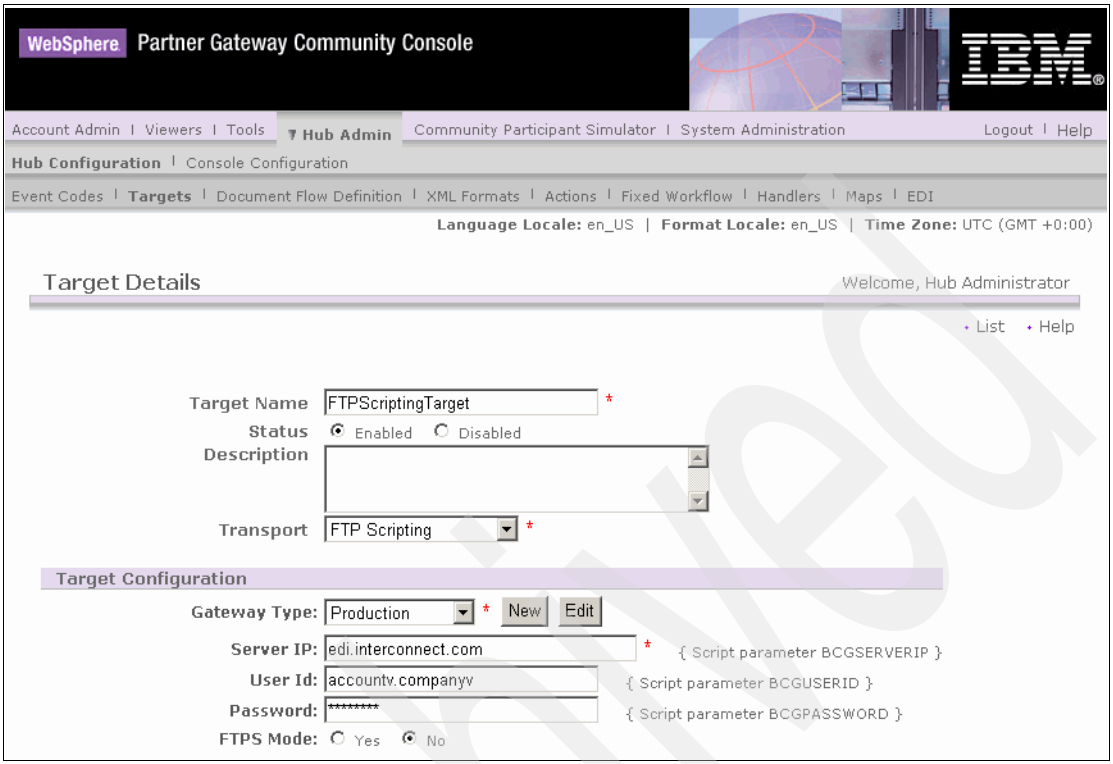

Figure 13-13 Configuring FTP Scripting Target: 1 of 2
2. In the Target Details window (shown in Figure 13-13 on page 435), type `FTPScriptingTarget`, for example, in the Target Name field.